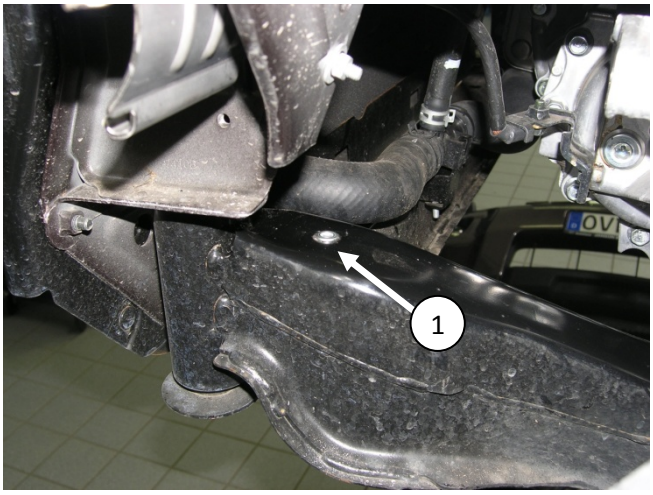

Bilde 6
Monter en kort 90^0 brakett i blindmutternagle *(bilde 6)*. Kapp en 560mm lengde av eksosrøret, Bøy til og monter mellom varmer og innstuss på eksospotte som vist her, fest eksosrør godt med eksosklemmer. Fikser eksosrør med en rørklammer som monteres på kort 90^0 brakett (1).